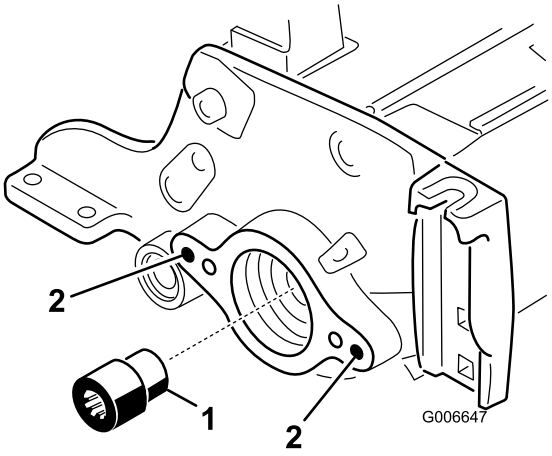

Bild 7
12. Nehmen Sie mit dem Werkzeug für die Spindelantriebswelle, Bestellnummer TOR 4074, den Keileinsatz vom Spindelmotorende der Spindelwelle ab (Bild 7). Verwenden Sie das Werkzeug für die Spindelantriebswelle, Bestellnummer TOR4074 Entfernen Sie alle Schmiermittelrückstände aus dem Gewindeloch, in das der Keileinsatz eingesetzt war.
13. Montieren Sie den neuen (längeren) Keilansatz an der Spindelwelle (Bild 7). Schmieren Sie Loctite auf den Einsatz, bevor Sie ihn einbauen. Ziehen Sie sie auf 115 bis 129 N·m an.
15. Entfernen Sie mit einem 3/8-16 Gewindebohrer die Farbe in den äußeren Befestigungslöchern der linken und rechten Seitenplatte (Bild 7).